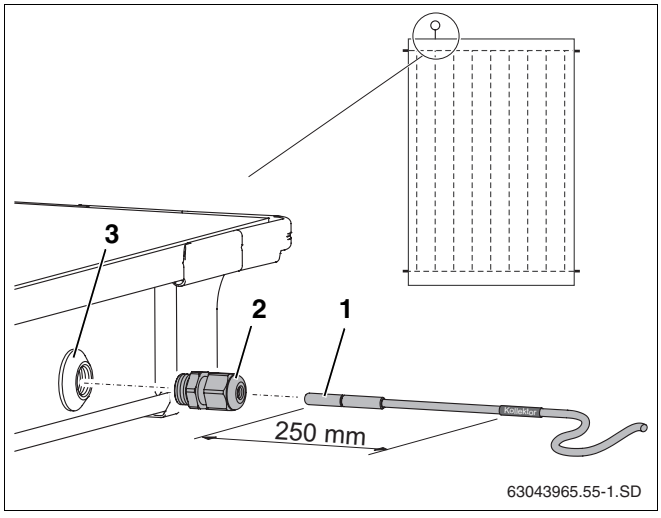

Rys. 51 Wsunięcie czujnika do kolektora
Aby instalacja solarna funkcjonowała prawidłowo, czujnik temperatury kolektora (rys. 51, **poz. 1**) należy wsunąć do oporu (ok. 250 mm) do rurki prowadzącej czujnika.
- Czujnikiem temperatury kolektora lub śrubokrętem przebić warstwę uszczelniającą (rys. 51, **poz. 3**) przelotki kabla czujnika.
- Złącze zaciskowe (rys. 51, **poz. 2**) wkręcić do przelotki kabla czujnika.
- Dobrze dokręcić złącze zaciskowe (rys. 51, **poz. 2**), przytrzymując je w razie potrzeby.
Jeżeli zostanie przebita przelotka kabla czujnika (rys. 51, **poz. 3**) na niewłaściwym kolektorze, należy ją zaślepić korkiem z zestawu przyłączeniowego. Z przelotki czujnika kolektora należy najpierw usunąć nakrętkę, używając do tego złączki kabla (rys. 51, **poz. 2**).